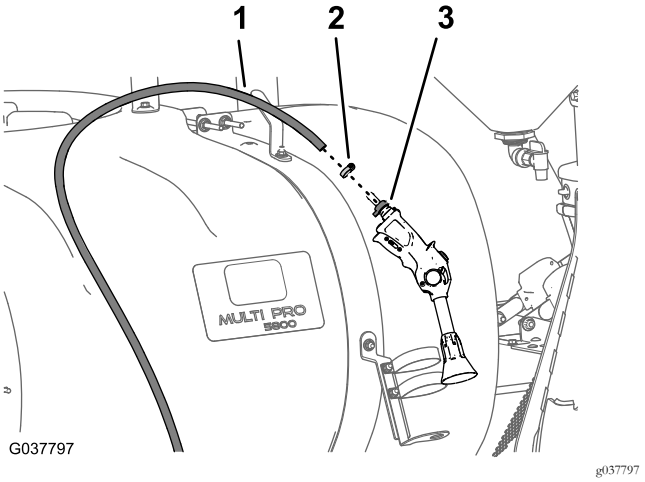

Figuur 39
1. Verwijder de slangklem waarmee de toevoerslang bevestigd is aan de slangpilaar van het spuitpistool (Figuur 39).
2. Verwijder de slang van de slangpilaar (Figuur 39).